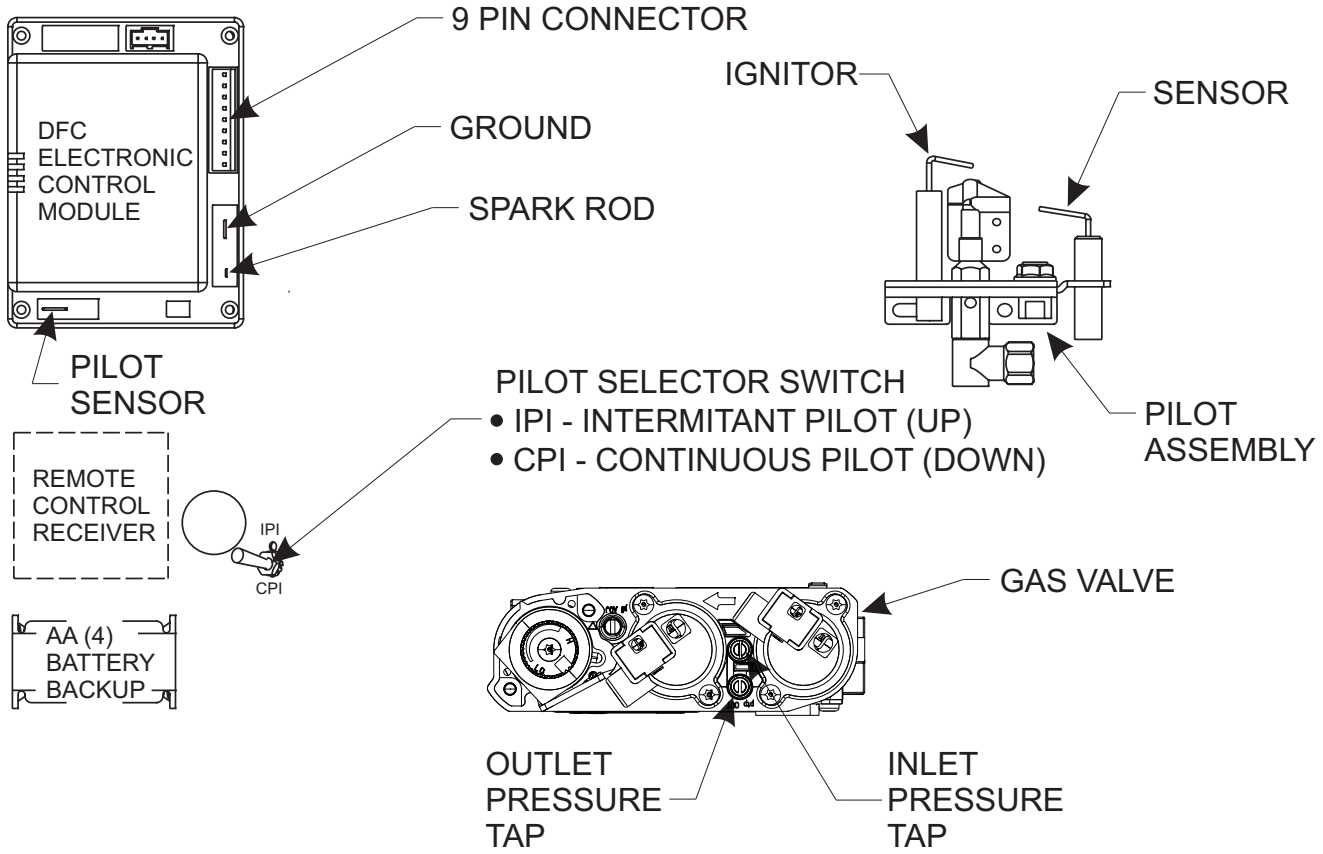

Figure 23
NOTE: A small toggle switch is located on a bracket that is used to switch from IPI (upward position) to the CPI (downward position). **See Figure 23.**
3. The gas valve has inlet and outlet pressure taps as shown in **Figure 23.** Refer to pages 10 and 11 for gas pressure requirements.
NOTE: The gas control has a manual HI/LO flame adjustment knob (regulator) that allows you to increase or decrease the height of the burner flame. **See Figure 23.** Rotate the HI/LO knob counterclockwise to “HI” to increase the flame height, and clockwise to “LO” to decrease the flame height.